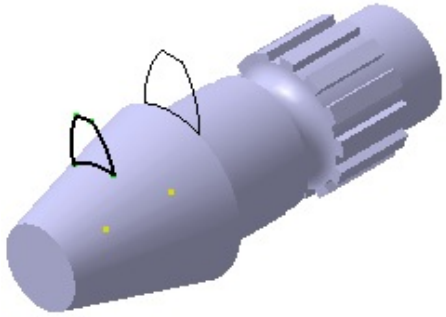

Figure 9-73 *Second section for the multi-section solid feature*
d. Draw the sketch of the second section of the gear tooth on a plane that is at an offset distance from the right most planar face of the base feature. This sketch is the 75% scaled sketch of the first section and is rotated at an angle of 15°, refer to Figure 9-73.
Definition dialog box and then press the ENTER key; the profile thus created is rotated by 15 degree. Figure 9-73 shows the second section after scaling and